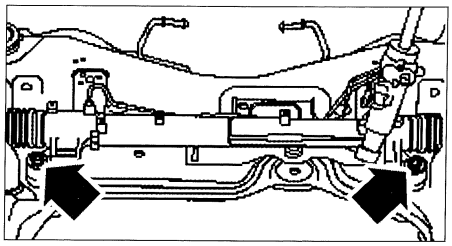

FIG. 10
- las fijaciones de la cremallera **(fig. 10)**.